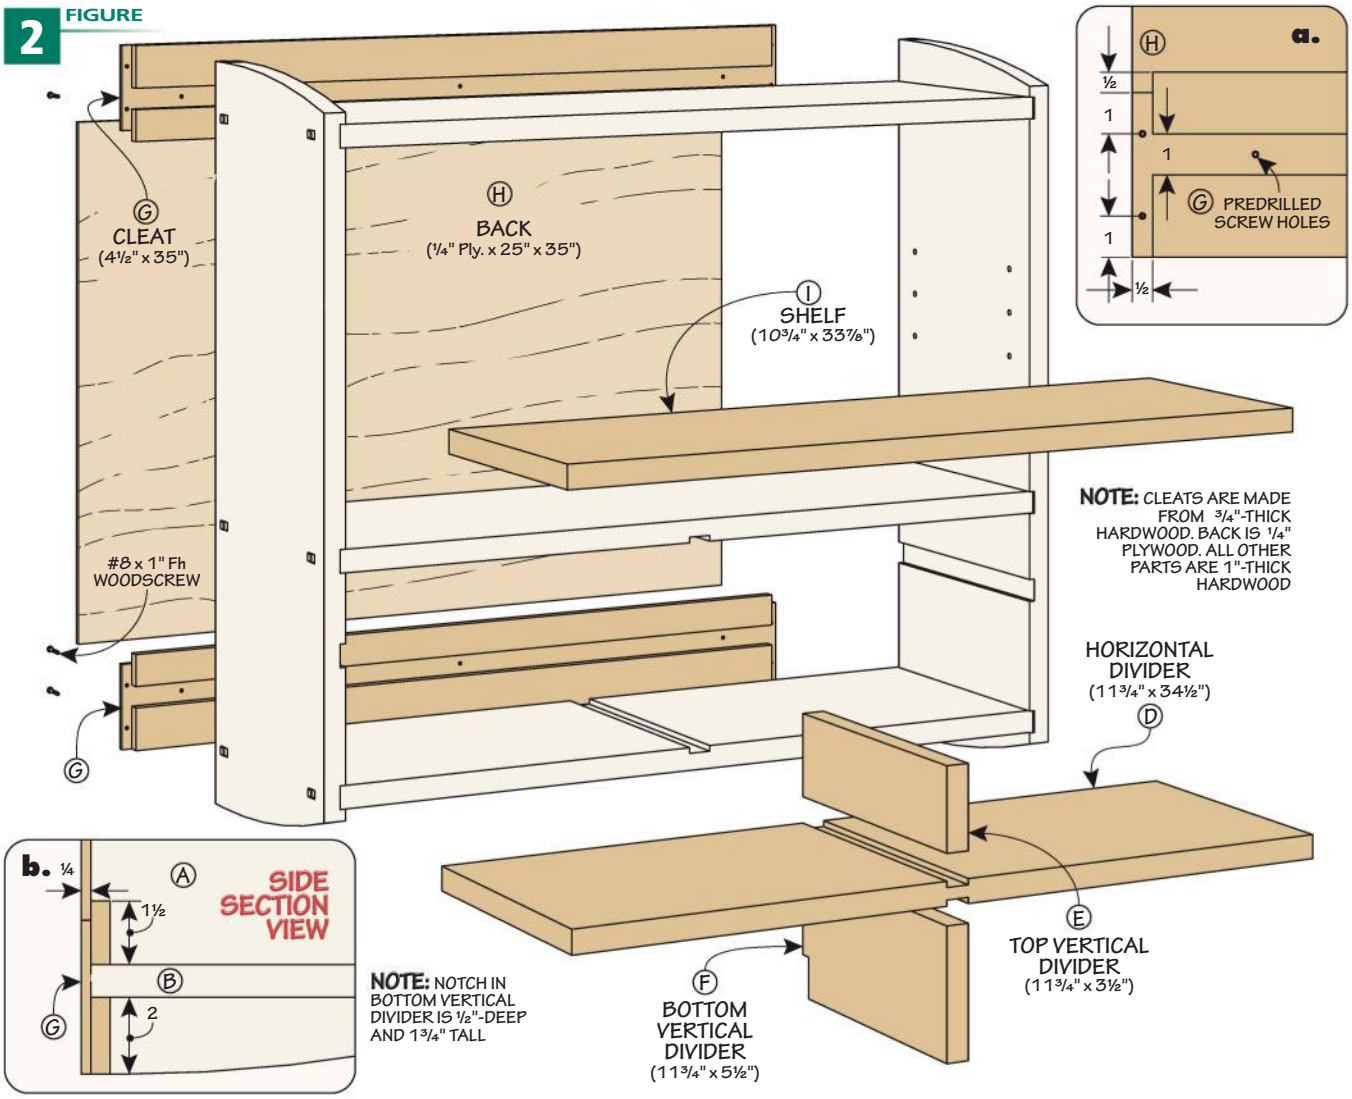

FIGURE 3
**MOUNTING CLEATS.** Six cleats glued to the back support the cabinet when it's mounted on the wall (Figure 3). They're cut to length and glued to the back panels and also glued to the inside face of the top and bottom.
**CAP MOLDING.** The mitered molding along the top of the cabinet is easy to make (Figures 3 and 3a). You can see how it's done in the box below. Simply rip a bevel on a long blank. To cut the miters, I always start with the mitered pieces a little long and gradually sneak up on a tight fit. I have more success by mitering and installing the front piece first and then cutting the two end pieces and attaching them last.
It may sound odd, but at this point I'd call these doors optional. As the cabinet sits, it would make a beautiful shelf without the doors. However, if you want to build a pair of doors to match the cabinet, you've come to the right place. As you can see in Figure 3 above, these doors have muntins dividing up four pieces of glass. The decorative plugs on the doors match those on the case.